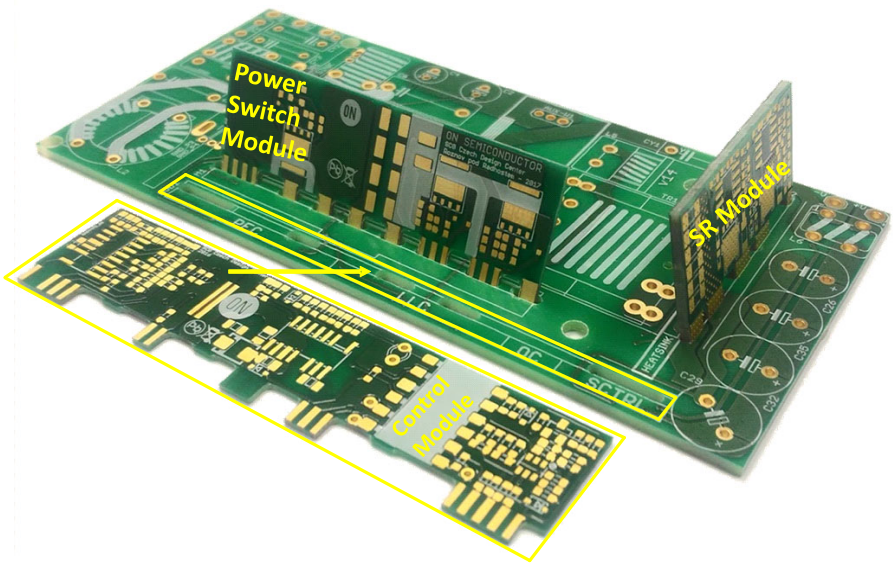

**Figure 7. 150 W High Power Density Adapter – Arrangement Of Modules**
**Adapter modular conceptions** – The demo−board is constructed using a main power board plus daughtercards or modules, which are showed in Figure 7. This assists evaluation and allows the user to exchange daughtercards for experimentation. This comprehensive type of construction helps to reduce PCB area, thus increases power density and also allows reducing number of PCB layers. All modules PCBs are designed as 2−layers with 35um or 70um thin copper plating. PCBs with 70um copper plating are used for SR and Power Switch Modules. The lowest PCB manufacturing and assembly cost has been achieved thanks to this construction.